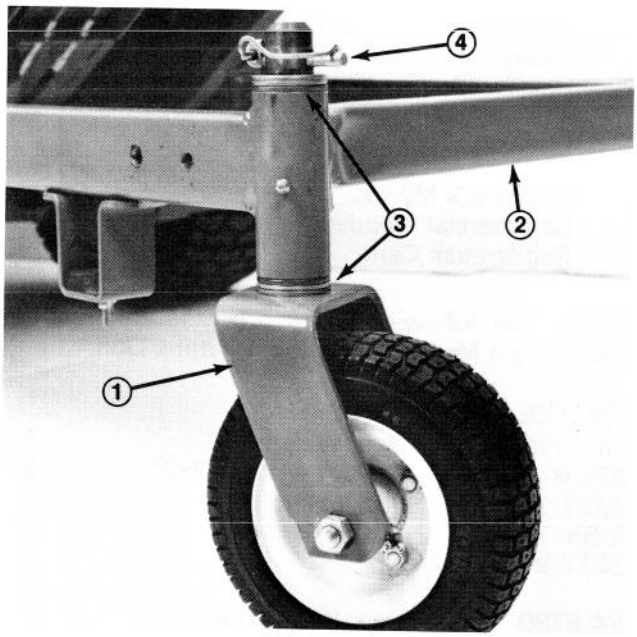

Figure 4
1. Remove Lynch Pins and two trust washers from each castor wheel assembly. Leave two thrust washers on each shaft, insert shafts into frame, install thrust washers and Lynch pins (Fig. 4).